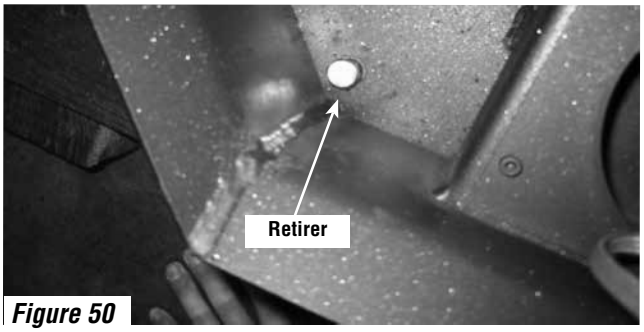
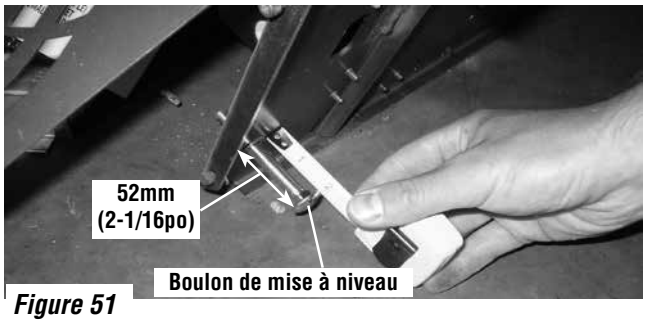

Figure 50
Figure 51
2. Installer les 4 boulons de mise à niveau. Ouvrir la porte avant principale et retirer les deux boulons dans les coins avant gauche et droit du fond du foyer (voir ***Figure 50***). ***Remarque :*** *Il est recommandé de poser un niveau sur le poêle encastrable pour vérifier qu'il est horizontal. En inclinant à nouveau le poêle encastrable avec la plus précaution, insérer les quatre boulons de mise à niveau d'environ 52 mm (2-1/16 po) dans les trous pratiqués dans le fond du poêle encastrable (voir **Figure 51**).*